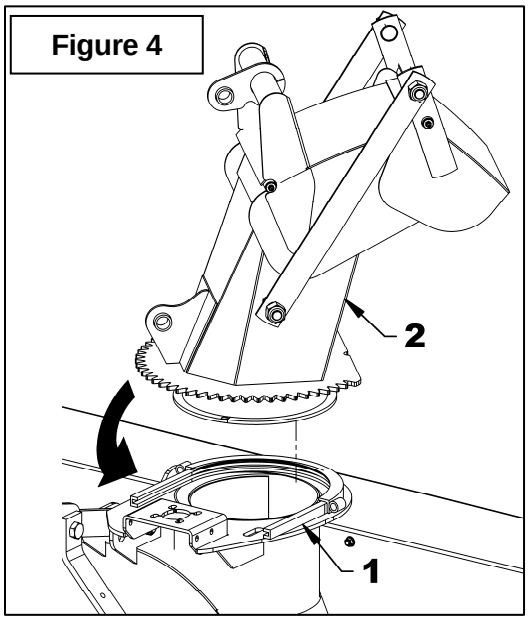

Figure 4
3. **Figure 4:** Insert the rotation bushing (item 1) in the snowblower's welded retaining plate. Place the chute (item 2) on the plate of the snowblower head and push the chute towards the front to insert it in the rotation bushing.